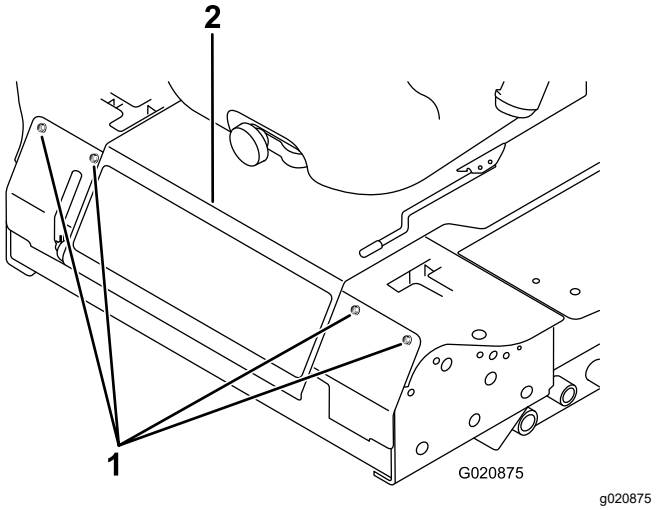

**Figuur 85**
2. Draai de bouten los waarmee het voorpaneel vastzit, en verwijder het paneel (Figuur 85).